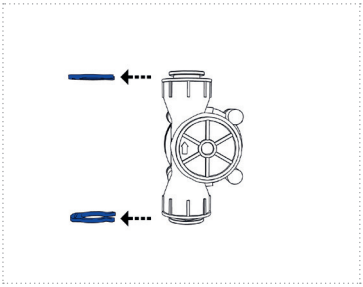
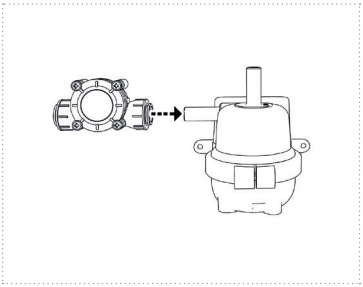
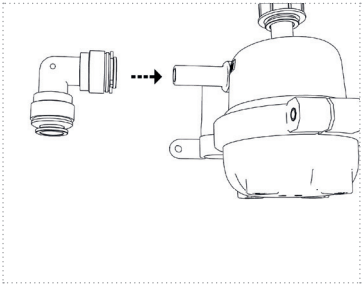

Figure 10
Figure 11a
Figure 11c
4. Remove the safety rings from the flow sensor (Figure 10). Depending on the installation preference, slide the flow sensor onto the water connection „IN“ or „OUT“ of the reactor (Figures 11a and 11b). ***IMPORTANT:*** Observe the flow direction on the flow sensor (marked by an arrow). Now plug the included angle connector onto the free water connection of the reactor (depending on where the flow sensor is located (Figure 11c))